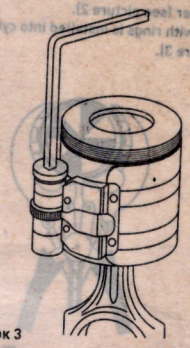

Рисунок 3
4. Установку поршня с кольцами в цилиндр производить с помощью специального инструмента - оправки (см. рис. 3).